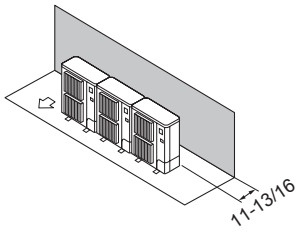

Fig. 3-11
① Obstacles uniquement à l’arrière (Fig. 3-11)